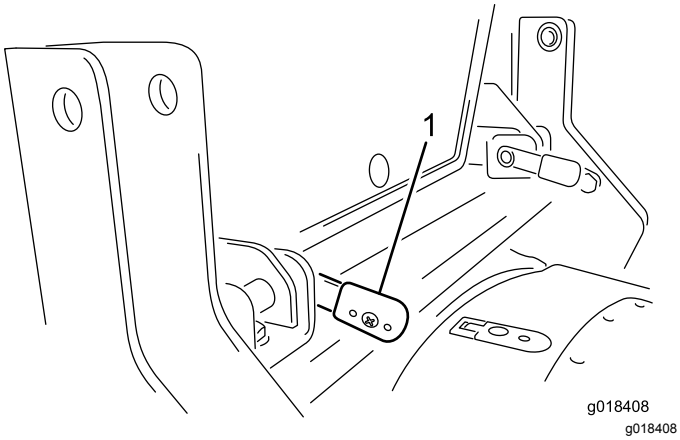

図 23
4. レバーが奥まで入ったら、レバーを後方に回してロックします図 23。